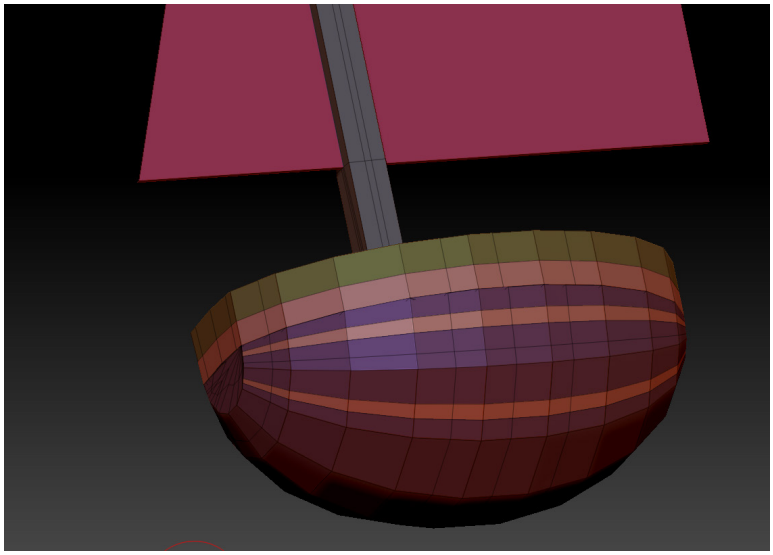

Figure 3-135 *The edges added*
3. Select polygons of the boat model using the ALT key, as shown in Figure 3-135. Right-click on the selected polygons; the **ZMODELER** window is displayed. Make sure the **Extrude** option in the **POLYGON ACTIONS** area and **A Single Poly** option in the **TARGET** area is chosen.